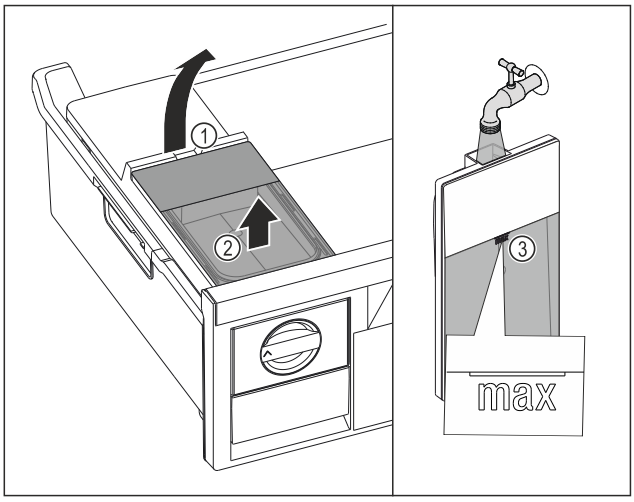

Fig. 121
▶ Ridicați rezervorul de apă de la degajare *Fig. 121 (1)*.
▶ Scoateți rezervorul de apă în sus. *Fig. 121 (2)*
▶ Umpleți rezervorul de apă până la marcaj *Fig. 121 (3)* cu apă potabilă.